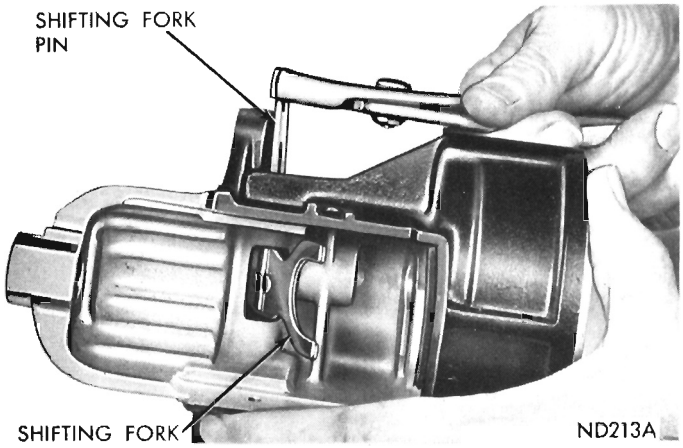

Fig. 12—Removing or Installing Shifting Fork Pin
(22) Remove shifting fork retainer pin (Fig. 12) and remove clutch shifting fork assembly.